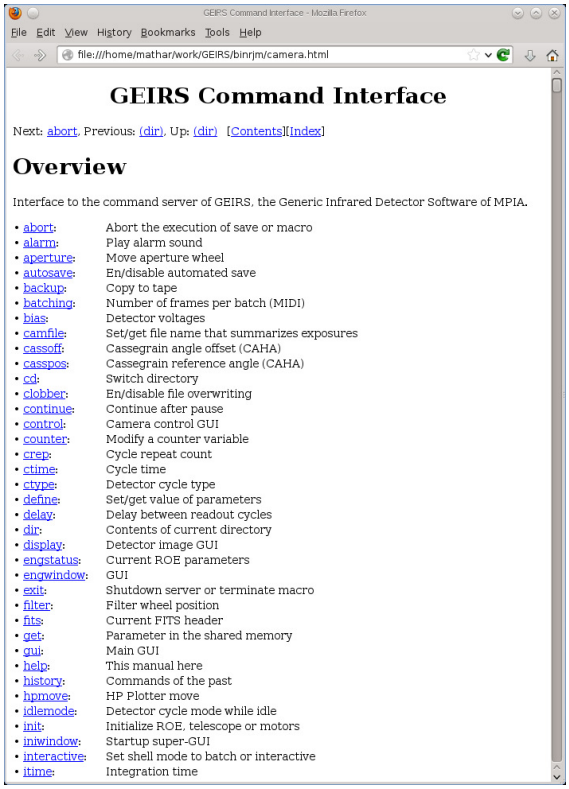

Figure 10: The web browser called by the `Help` button in Figure 9.
– **Help** Opens a web browser which shows a HTML version of the command list, similar to Figure 10, equivalent to the contents of Section 5.3. This will fail if the environment